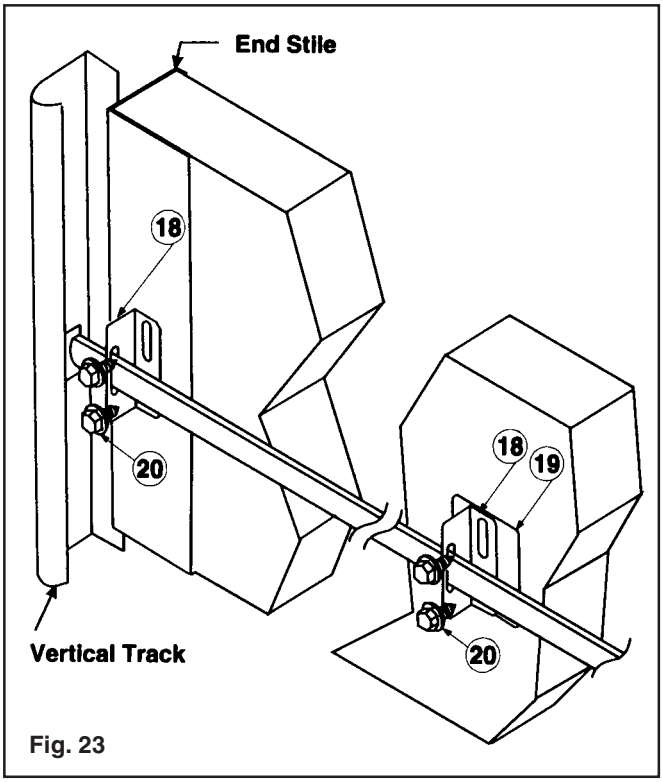

Fig. 23
6. Slide an equal number of lock bar guides (18) on each lock bar and line up each bar with the slot in the vertical track after the vertical track is installed. Attach one lock bar guide to each end stile using #14 x 5/8" sheet metal screws. (FIG. 23)
7. If your door is over 10 feet wide, space two lock bar guides (18) in the middle of each lock bar, remove the backing of the foam tape on the reinforcement plate (19) and firmly press the plate into position (the door should be clean and dry when applying the foam tape). Drill 5/32" diameter holes into the back of the door, using the holes in the reinforcement plates as templates. These holes should just pierce the inside skin of the door. Attach the remaining lock bar guides as shown with two #14 x 5/8" sheet metal screws (20) per lock bar guide. (FIG. 23)